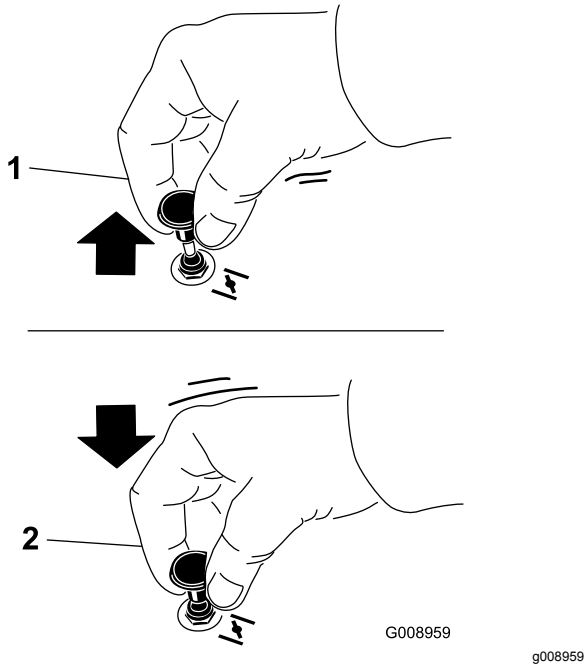

Figuur 15
1. Trek de knop van de choke uit om deze in te schakelen voordat u de contactschakelaar inschakelt (Figuur 15).
2. Druk de choke omlaag om deze weer uit te schakelen nadat de motor is gestart (Figuur 15).